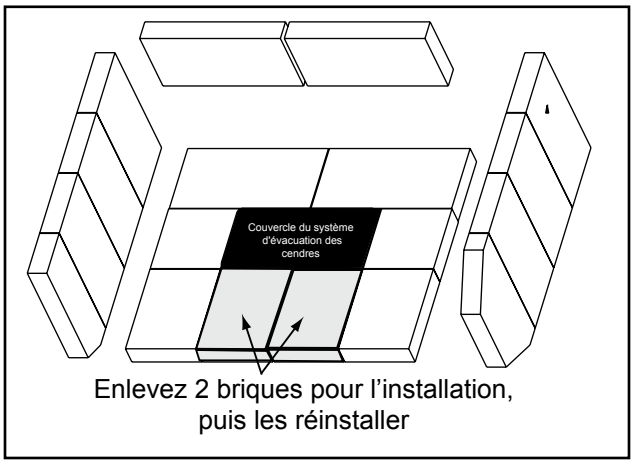

Figure 22.1
1. Enlevez 2 briques comme illustré à la **figure 22.1**.